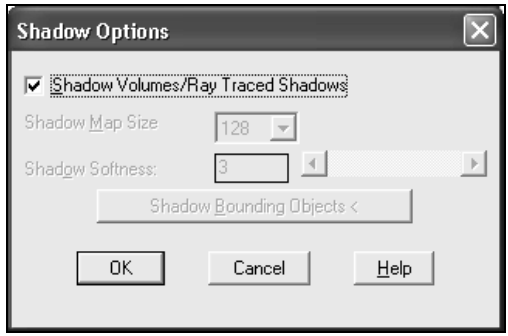

Рис. 12.34. Диалоговое окно **Shadow Options**
- нажатием кнопки **Shadow Options** (Параметры теней) открыть ДО **Shadow Options** (Параметры теней) (рис. 12.34):